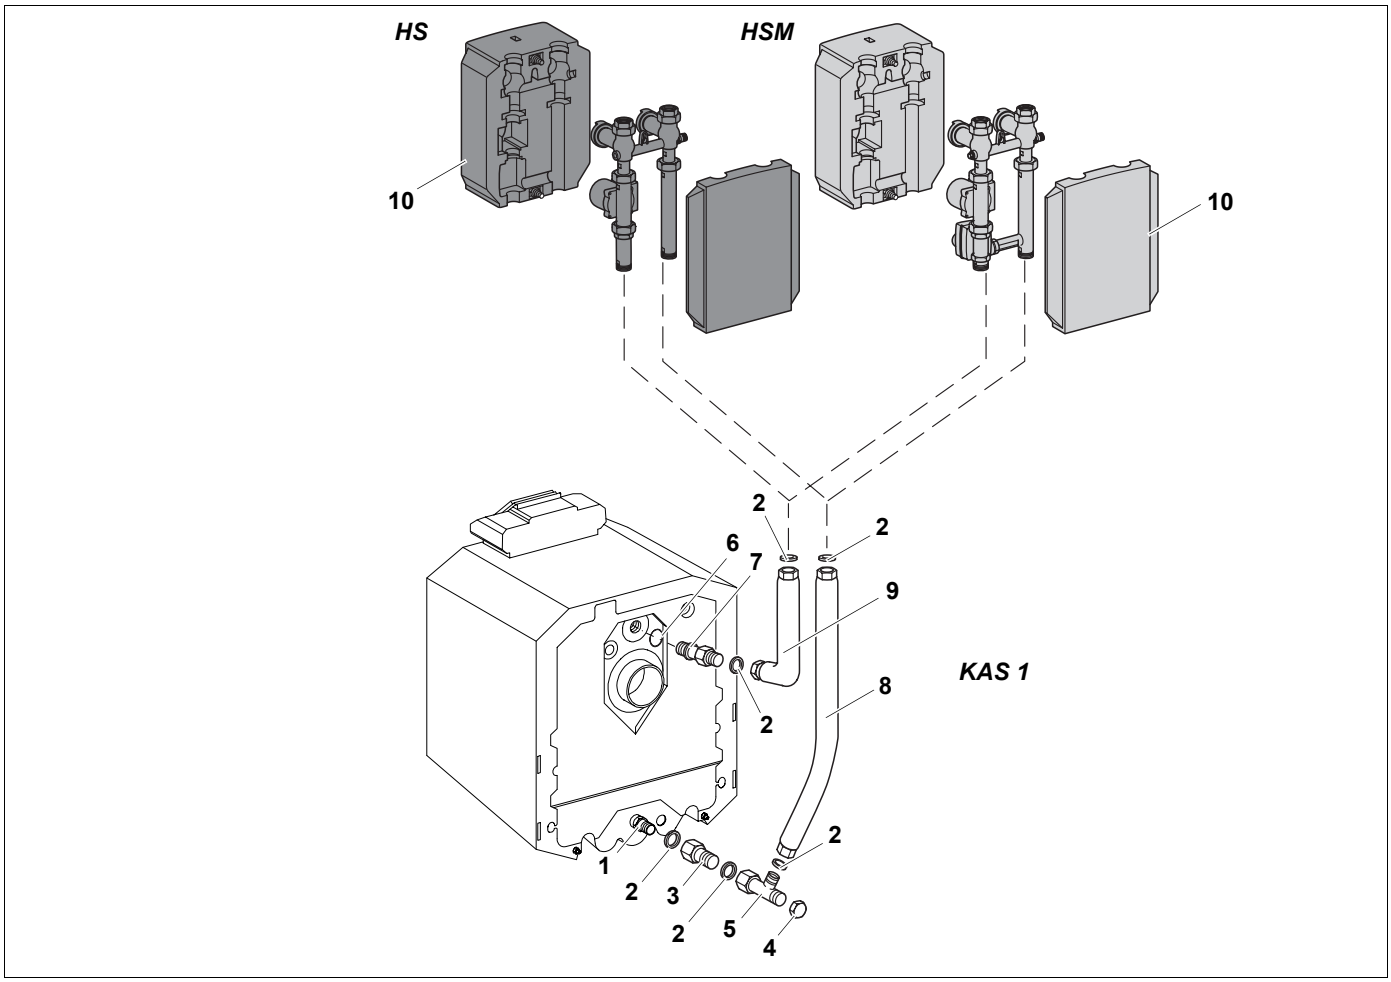

Рис. 3 Установка сзади
Экспликация к рис. 3
- Установить на трубы комплект подключения отопительного контура без смесителя (HS) или со смесителем (HSM) в соответствии с рис. 3, прикрутить их и проверить на плотность.